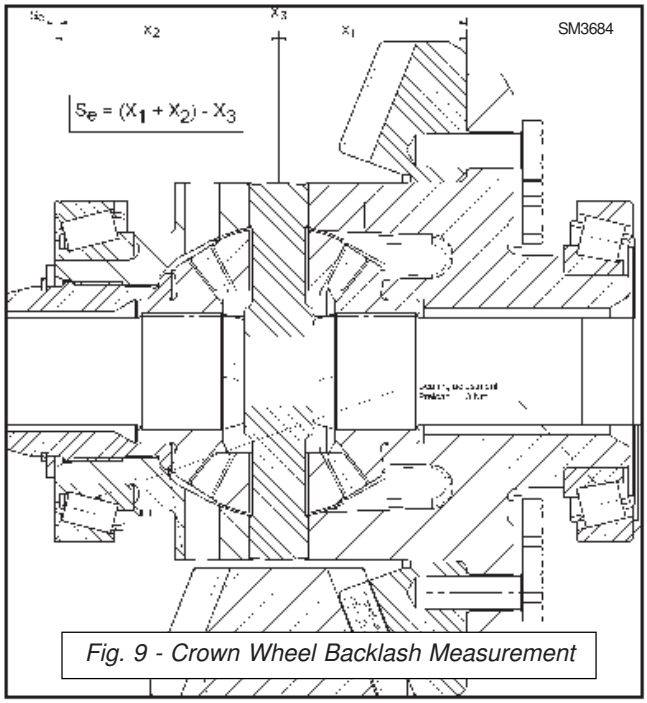

Fig. 9 - Crown Wheel Backlash Measurement
12. Fitting distance 'X1' is engraved on the crown wheel (19). Measure actual distance 'X3' Refer to Figures 9, 10 and 13.